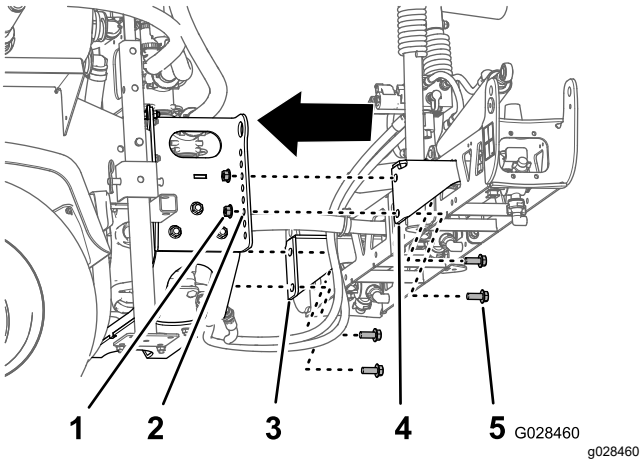

Figure 37
2. Align the bottom hole in the section mounting brackets of the center boom assembly with the third hole from the bottom in the boom supports on the spray skid frame, as shown in Figure 37.